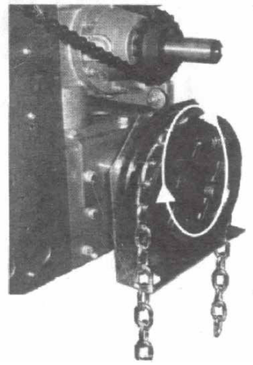

FIGURA 9
1. Consulte la Figura 9 para instalar el tecle de cadena. Pase la cadena manual [Ítem 8] sobre la rueda dentada de bolsillo y a través de los orificios guía del protector de cadena. Una ambos extremos de la cadena (para formar un lazo continuo) abriendo y cerrando un eslabón con dos pinzas/alicates. Si la cadena es demasiado larga, acórte-la a la longitud deseada retirando eslabones.
2. Retire la cadena de accionamiento ***(sash chain) figura 9 ,*** de la bolsa de envío y déjela colgar de la palanca de desenganche. Tire de esta cadena para acoplar la cadena manual; esto accionará el interruptor de enclavamiento y desacoplará el freno electromagnético.